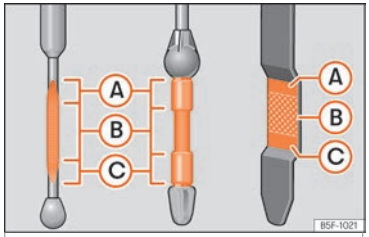

Fig. 310 Engine oil dipstick.
– Then pull it out once more and check the oil level ››› Fig. 310. Top up with engine oil if necessary.
If the oil level is above area ››› Fig. 310 Ⓐ, do not start the engine. This could result in damage to the engine and catalytic converter. Contact a specialised workshop.
The oil level must never be above zone ››› Fig. 310 Ⓐ. Otherwise oil can be drawn in through the crankcase breather and leak into the atmosphere via the exhaust system.